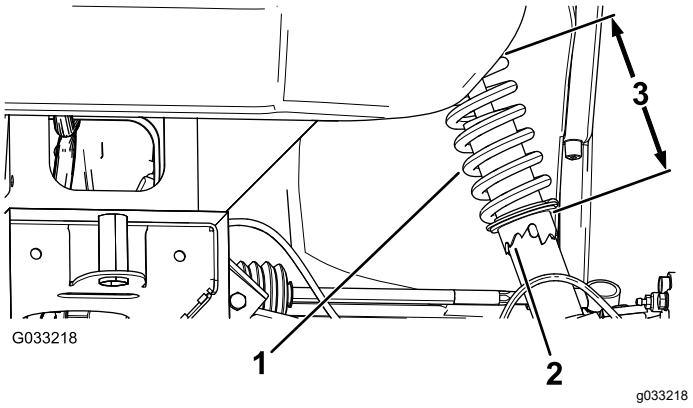

Figur 56
2. Hvis hjulets cambervinkling ikke er riktig, roteres kragen på støtdemperen med en skiftenøkkel til hjulet er justert (Figur 56).